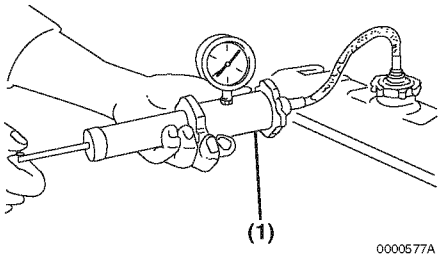

Figure 8-3
1. With the radiator properly filled, install a cooling system tester **(Figure 8-3, (1))**.